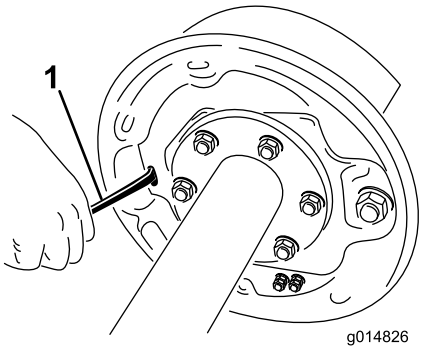

Figur 51
4. Bruk en skrutrekker til å rotere stjernehjulet på justeringsenheten slik at bremseskoene utvider seg (Figur 51).